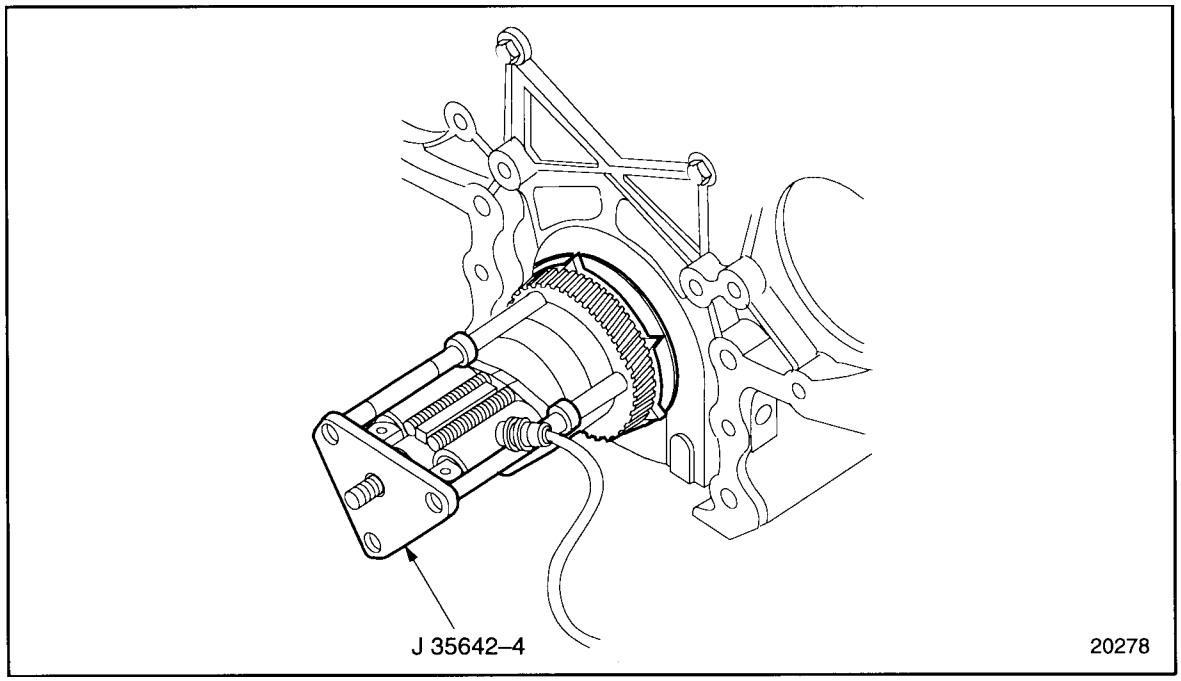

Figure 1-442 Pressure Plate Installation
13. Install J 35642-4 part of J 35642, to the three guide studs, J 35642-2 part of J 35642. See Figure 1-442.
[d] Remove J 35951-175. See Figure 1-442.